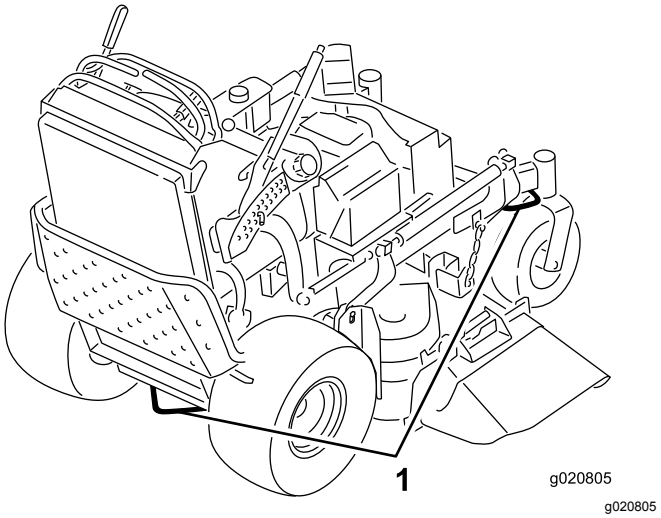

Rysunek 25
6. Zamocuj maszynę do przyczepy lub ciężarówki za pomocą pasów, łańcuchów lub lin, mocując je do metalowych uch na maszynie (Rysunek 25).